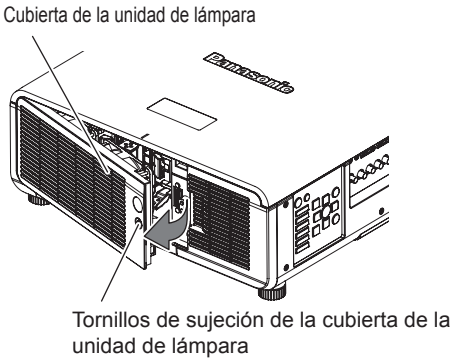

Figura 1
2) Quite la cubierta de la unidad de lámpara. (Figura 1)